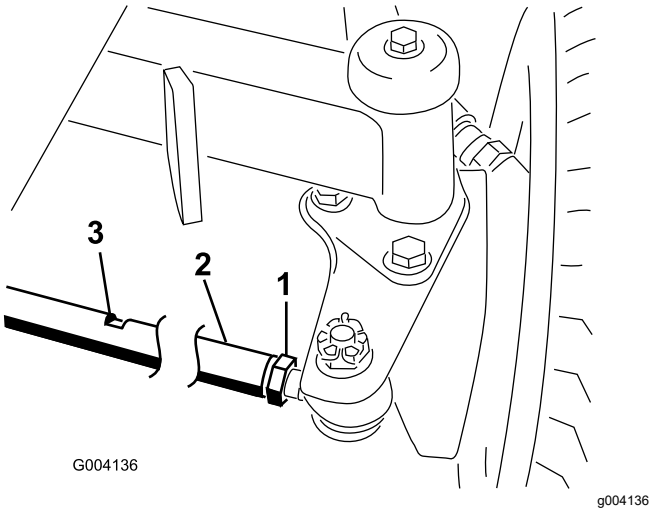

Figur 63
2. Løsn kontramøtrikken for hver ende af forbindelsesstangen (Figur 63).
3. Hvis du vil vippe hjulene, skal du dreje trækstangen via nøglefladerne (Figur 63).
6. Tilspænd kontramøtrikken på hver ende af forbindelsesstangen (Figur 63).